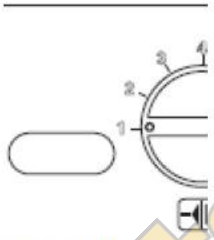

рис. 5.40
• Чтобы выйти из программирования установите переключатель функций/ручку регулирования температуры отопления 3 как показано на рис. 5.40.